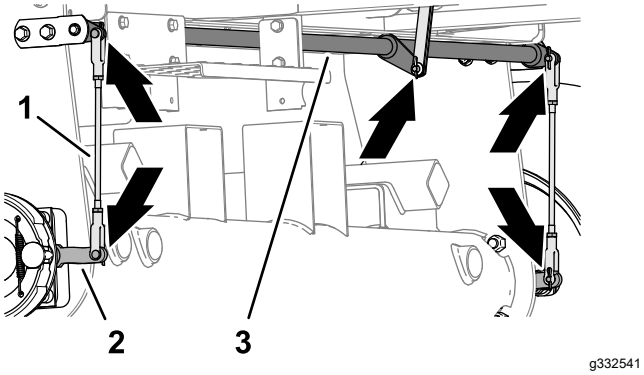

Figur 71
1. Efterse venstre og højre bremsestang (Figur 71) for skader og slitage.
2. Efterse bremsens drejeaksel (Figur 71) for skader og slitage.